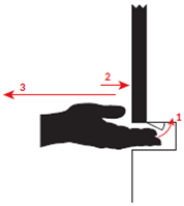
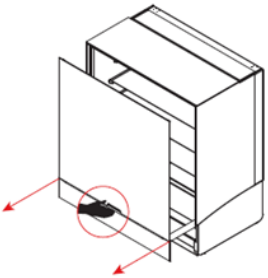

Rysunek 4
Rysunek 5
W urządzeniu zastosowano wysuwny system szyby frontowej z elektromagnetyczną blokadą jej wysuwu. Warunkiem wysunięcia szyby jest załączenie przycisku otwierania/zamykania zamka blokady (9) na umieszczonym z tyłu urządzenia panelu sterownia (Rysunek 3), a następnie wciśnięciu zamka zwalniającego (Rysunek 4, krok 1) przy jednoczesnym lekkim dociśnięciu obudowy drewnianej (Rysunek 5), aby blokada wysuwu zwolniła się i wysuwamy szybę w swoim kierunku.